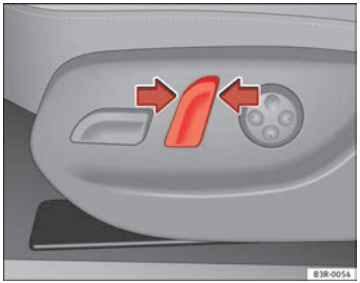

Fig. 107 Front seat: Backrest adjuster switch
– Press the button in the appropriate direction of the arrow ⇒ Fig. 107 to adjust the backrest ⇒ ⚠.